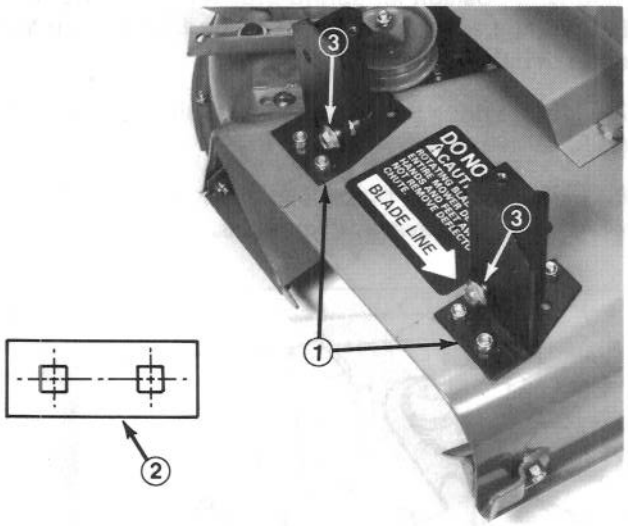

Figure 10
1. Position blower and mounting brackets on deck, aligning mounting holes with holes previously used for mounting grass deflector (Fig. 10). Figure shown with blower removed.
2. Making sure no air gap exists between blower and cutting deck, secure each bracket to deck with a bracket plate (Fig. 10, inset), (2) 5/16 –18 x 3/4" lg. carriage bolts and locknuts. Position bracket plates between bolt head and bottom side of deck.